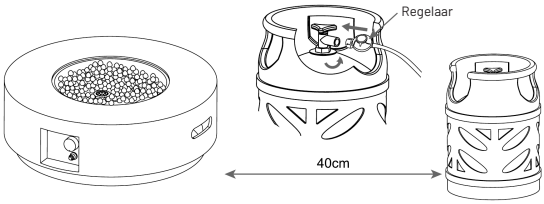

Figuur 4
7. Sluit de regelaar aan op de gasfles, schroef tegen de klok in en zet stevig vast (zie Figuur 4).